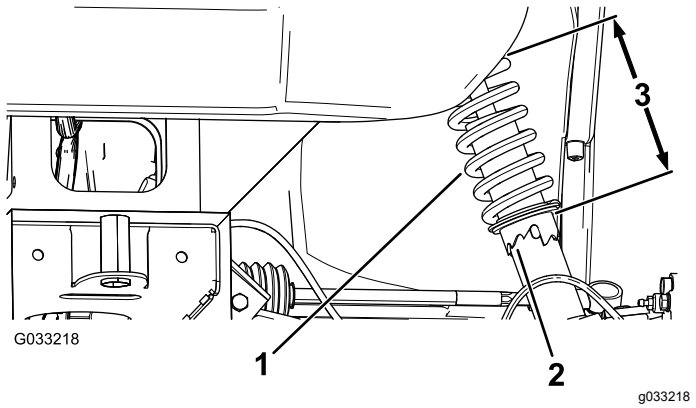

**Figuur 45**
2. Als de vlucht van het wiel onjuist afgesteld is, draai dan met de schroefsleutel aan de kraag van de schokdemper tot het wiel uitgelijnd is (Figuur 45).